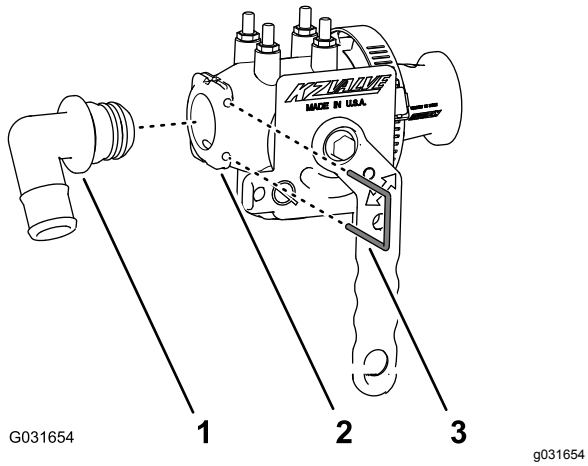

Figur 220
1. Juster 90°-fittingen med modhager (Toro-delnr. 131-3727) efter væskeafbryderventilen (Toro-delnr. 130-7324) som vist i Figur 220, og indsæt fittingen med modhager i ventilen, indtil fittingen sidder helt på plads.